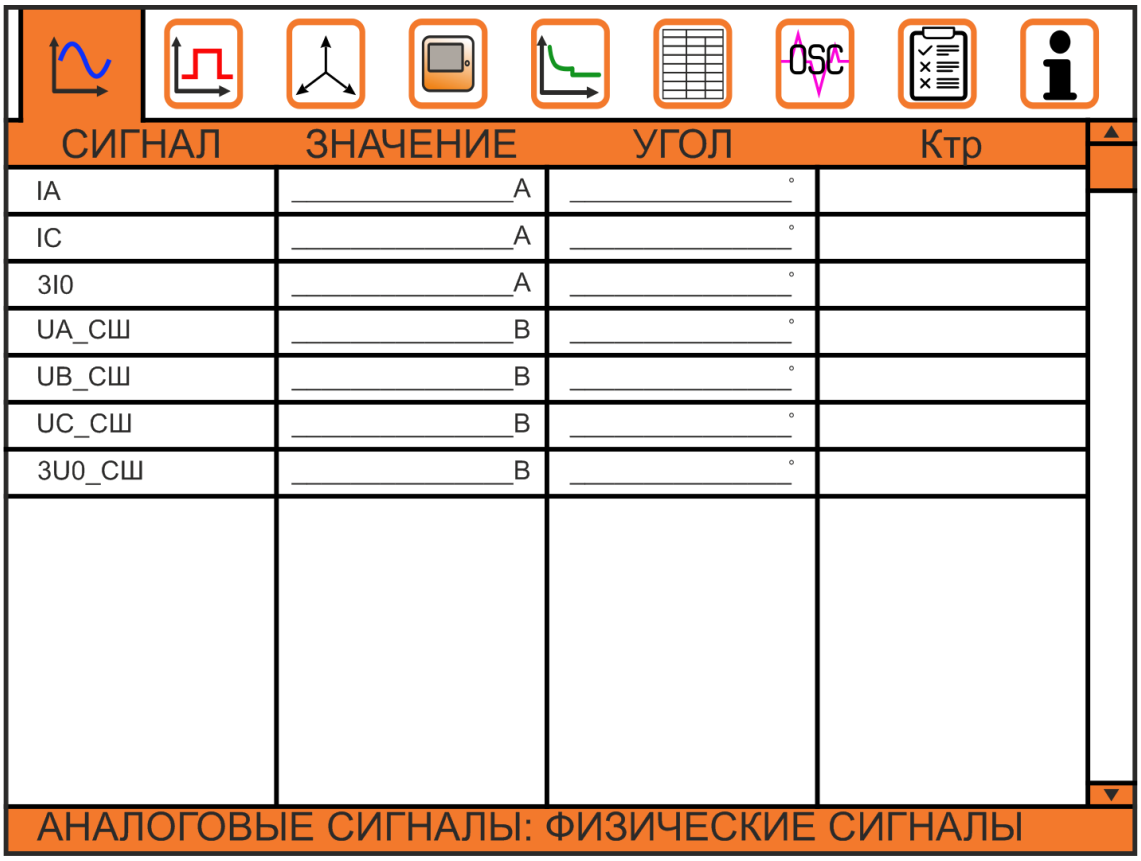

Рис.2.4.3. Окно вкладки «Аналоговые сигналы: Физические сигналы»
2.4.5.1. В меню «**Аналоговые физические сигналы**» (Рисунок 2.4.3) содержатся измеренные величины: